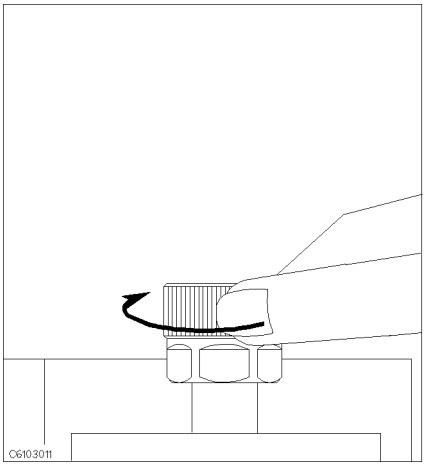

Figure 3-4.
3. Turn the APC-7® connector on the test head as shown in Figure 3-4.